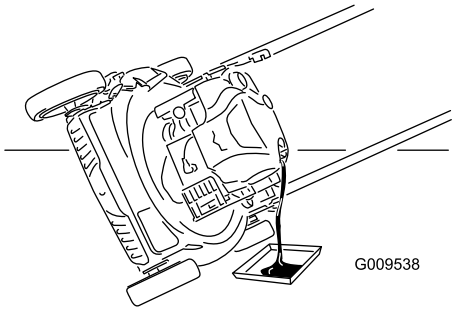

Figur 23
7. Tip maskinen over på siden med oliepåfyldningsrøret nedad, så den brugte olie kan løbe ud gennem oliepåfyldningsrøret ned i olieaftapningsbakken (Figur 23).